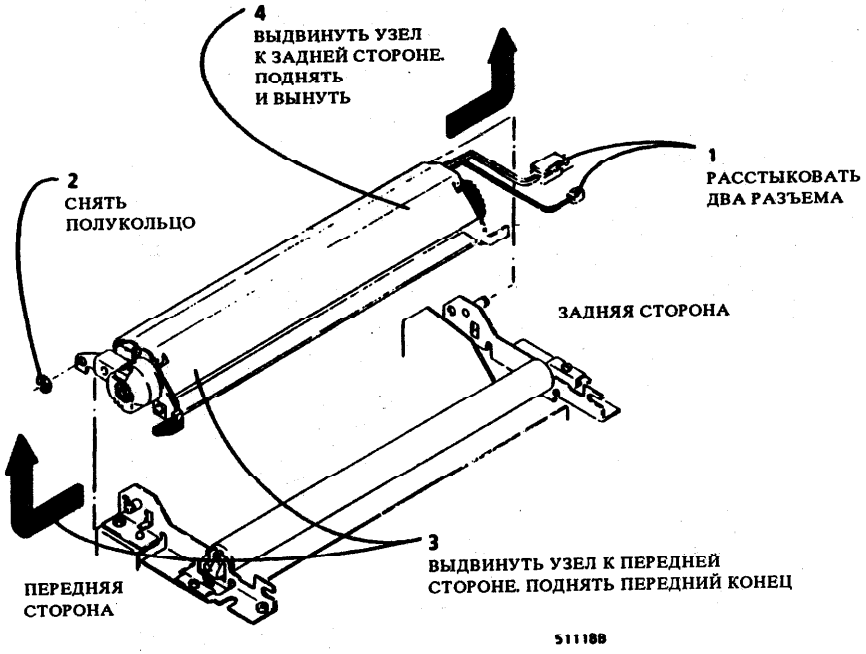

Рис. 1. Снятие узла фьюзера
2. (Рис. 1): Снять узел фьюзера.